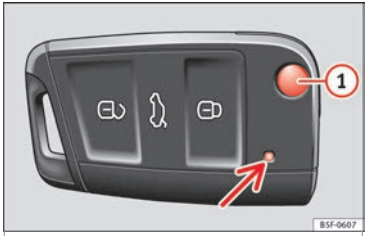
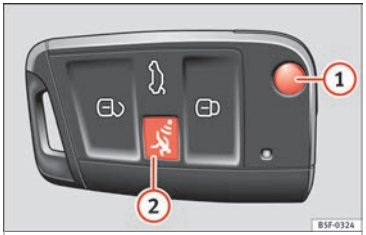

Fig. 123 Vehicle key
Fig. 124 Vehicle key with alarm button
When a button on the vehicle key is pressed, the control lamp flashes ››› Fig. 123 (arrow) once briefly, but if the button is held down for a longer period the control lamp flashes several times, such as in convenience opening.
Press button (1) ››› Fig. 123 or ››› Fig. 124 to unlock and unfold the key shaft.
- **If the buttons of the vehicle key are pressed ››› Fig. 123 or ››› Fig. 124 or one of the central locking buttons ››› page 119 is pressed repeatedly in short succession, the central locking briefly disconnects as protection against overloading. The vehicle is then unlocked. Lock it if necessary.**